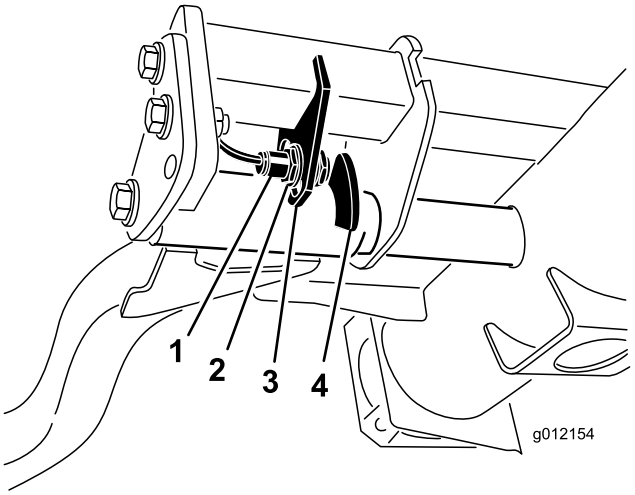

Figur 35
2. Lyftarmsbrytaren sitter under hydraultanken, bakom den främre, högra lyftarmen (Figur 35).
3. Lossa brytarens fästskruvar (Figur 35) och flytta ned brytaren för att öka lyftarmens vändhöjd eller flytta upp brytaren för att minska vändhöjden. Dra åt fästskruvarna.